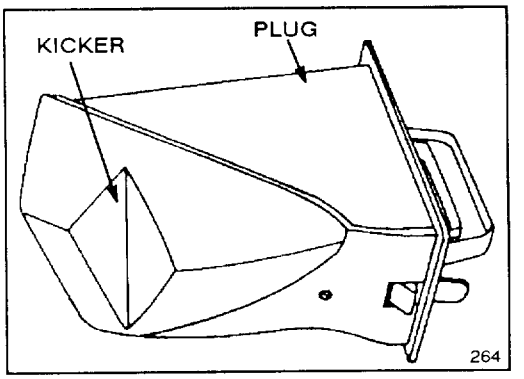

Figure 10
C. A special plug which locks into the mower's discharge tunnel (a fifth kicker is on the plug) (Fig. 10)
It is possible to mow without using the plug by closing the discharge tunnel door. However, your lawn appearance will be much more satisfactory if you use the plug as it has an additional kicker (Fig. 10) that helps drive the clippings down into the grass.